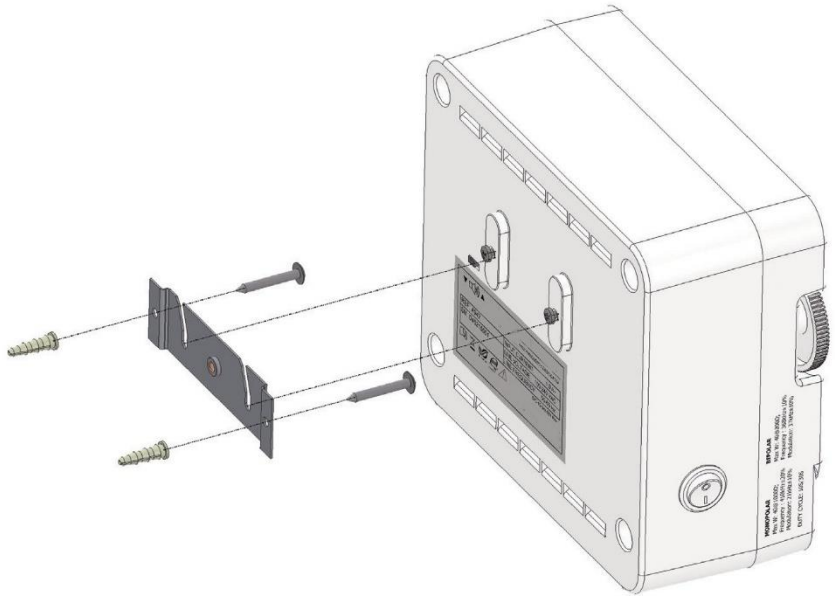

Figura 1
1. Monte el Bovie® DERM 941/942 en la pared o sobre una plataforma móvil usando el equipo de montaje estándar (véase la figura 1). No haga uso del equipo en posición horizontal, ya que pueden derramarse líquidos.